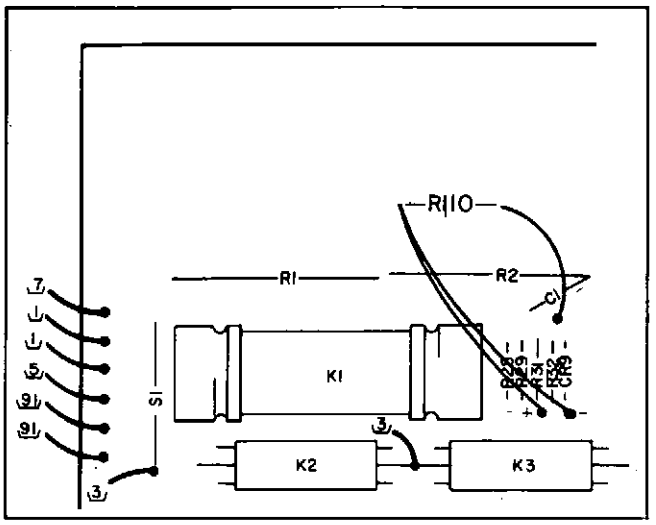

Figure 5-2. 1 Volt Zero Adjustment.
k. Remove the top covers and note the value of A10R106 – if there is an R110 installed (see Figure 5-2). Refer to Table 5-1 and record the Offset Voltage that corresponds to the current value of A10R110:____. (If there is no A10R110, record 0.000000 V.) If R110 is connected to the terminal marked "+", the polarity of the Offset Voltage is *negative*; if R110 is connected to the terminal marked "-", the polarity of the offset is *positive*.
n. Remove the original A10R110 (Figure 5-2). If the total offset (Step l) is positive, connect the new R110 between the unmarked terminal and the terminal marked "-"; if the total offset is negative, connect it between the unmarked terminal and the terminal marked "+".